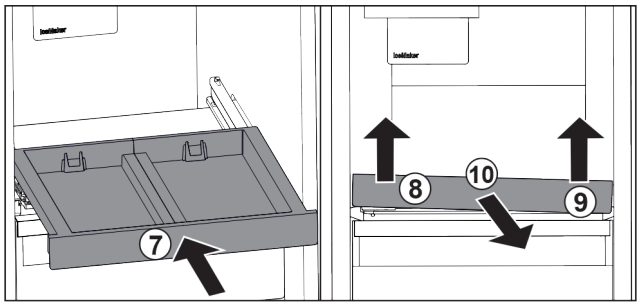

Fig. 120
▶ Slide in the pull-out board. *Fig. 120 (7)*
▶ Lift the pull-out board on the front left. *Fig. 120 (8)*
▶ Lift the pull-out board on the front right. *Fig. 120 (9)*
▶ Take out the pull-out board to the front. *Fig. 120 (10)*